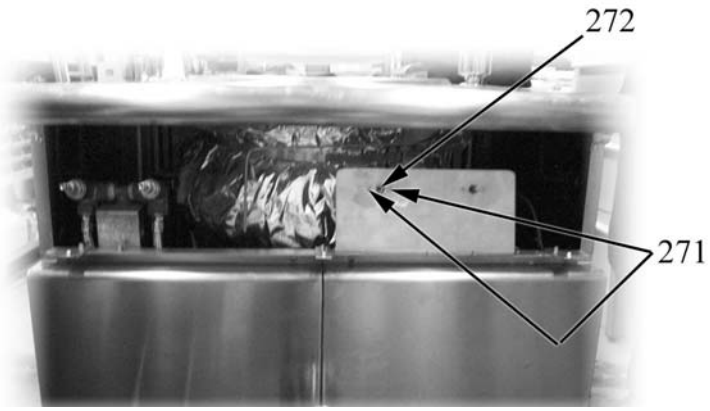

Fig. 28
- unscrew the screws that fix the thermostat to the frame pos. 271 in Fig. 28 ;